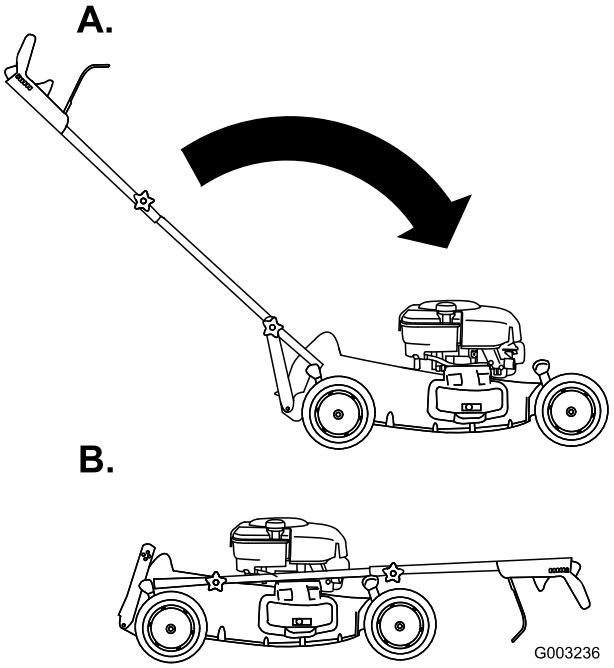

Figur 41
3. För handtaget framåt (Figur 41).